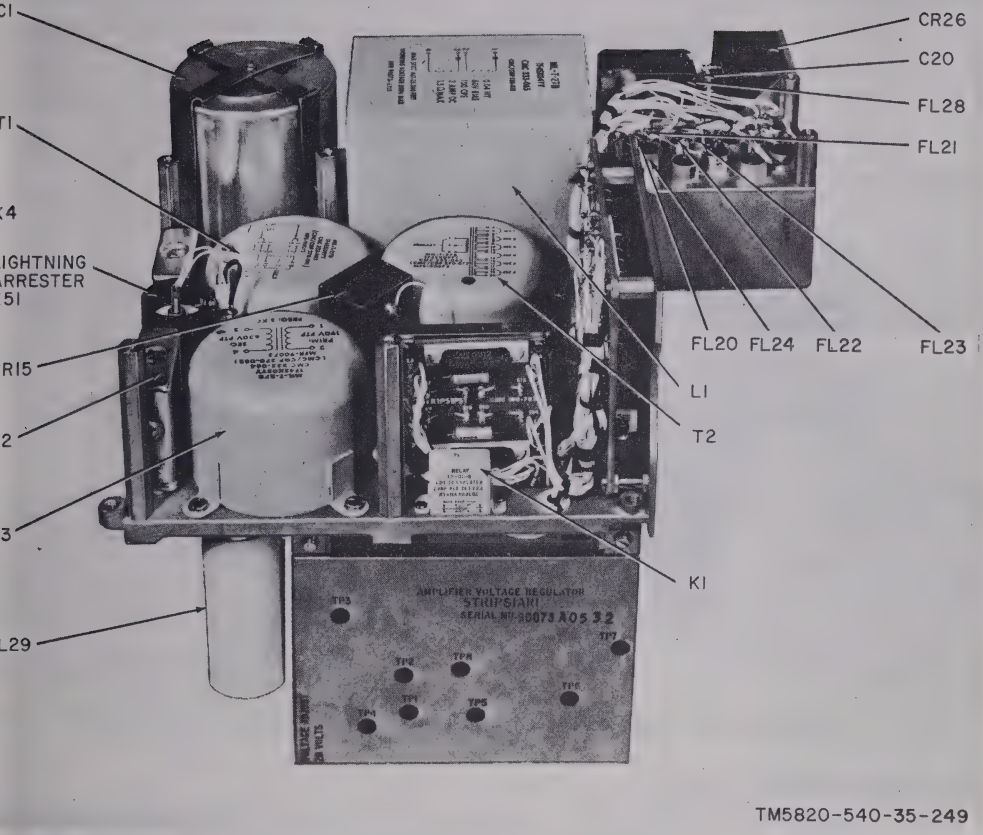

Figure 4-40. Power supply 5TR1PS1, with heat sink removed.
b. Defective CR16 (fig. 4-40)	*b.* Check and replace CR16 if necessary.